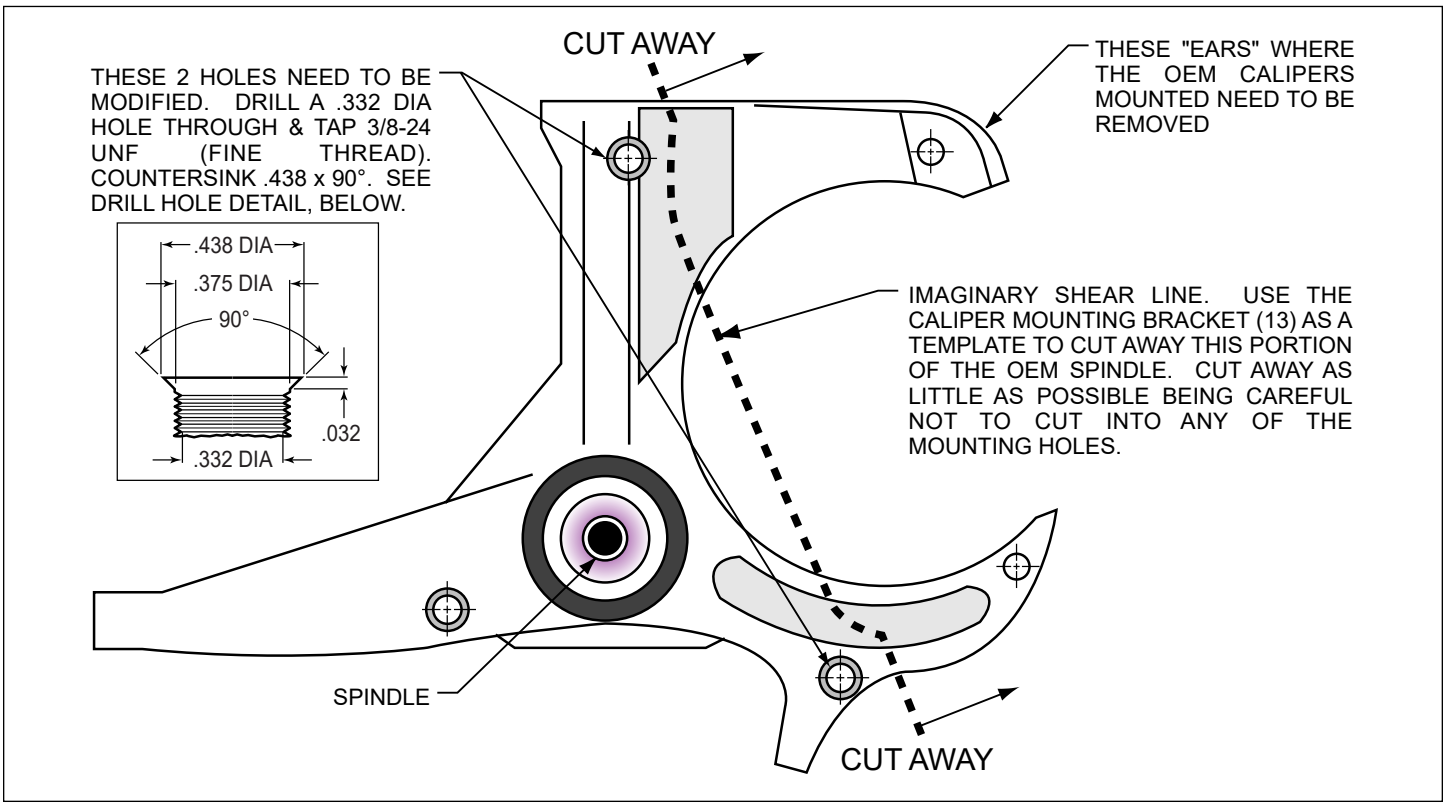

Figure 2. Steering Arm / Spindle Modifications
The two stock holes that will be used to mount the caliper mounting bracket (1) need to be modified (Figure 2). Drill a .332 diameter hole through both holes, then tap 3/8-24 UNF (fine thread). Countersink the holes to .438 x 90°. The "ears" that protrude to form a "C" shape need to be removed to facilitate the installation of the Wilwood caliper (20). Using the caliper mounting bracket (1) as a template, mark two cut marks on the steering arm. Remove as little as necessary from the "C" shape, being careful not to cut away any of the mounting holes required to bolt on the flat mounting bracket (1).